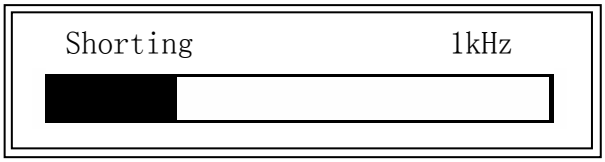

Figure 4-7. Short Correction Information
3) Press ShSWP. TH2816A will measure the short impedance (inductance and resistance) at all frequency points. Figure 4-7 shows the short correction information.